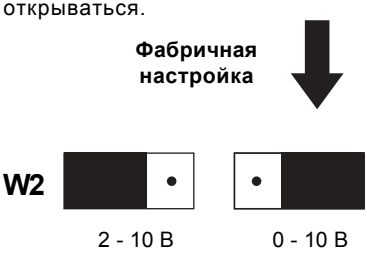

Рис. 36 Настройка диапазона входного сингала.
4.2.2 Настройка переключателя W2 (диапазон входного сигнала, Рис. 36)